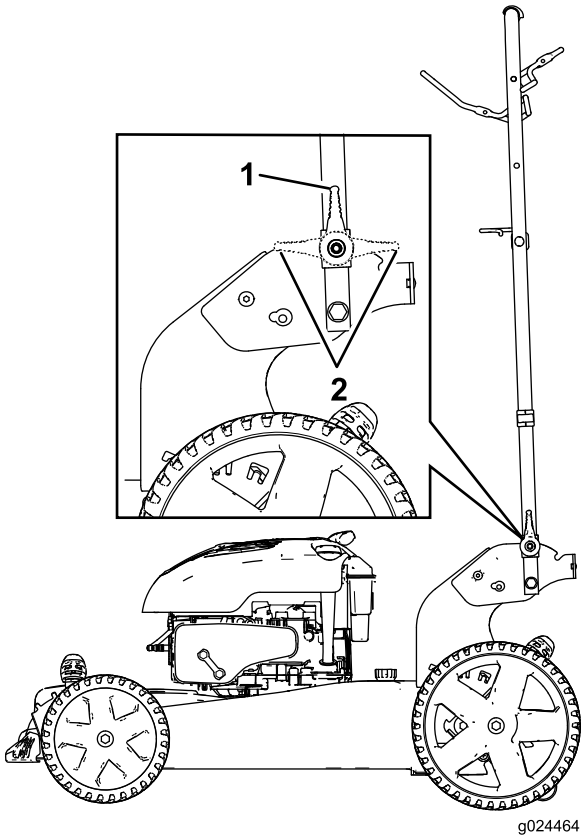

Bild 29
2. Klappen Sie den Holm nach vorne entweder in die aufrechte Stellung oder in die ganz nach vorne geklappte Stellung, wie in Bild 29 abgebildet.